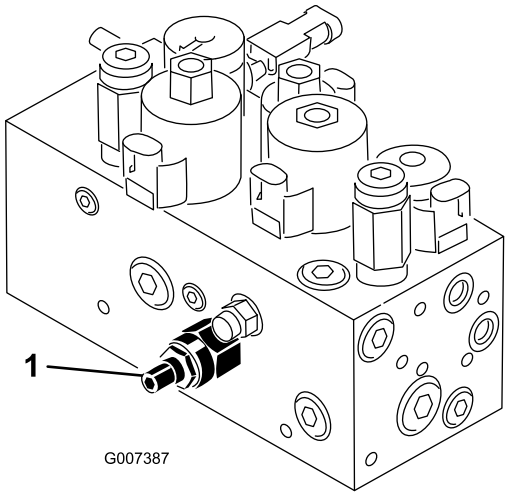

Figur 49
Klippeenhedsløftets/-sænkningens kredsløb er udstyret med en strømreguleringsventil (Figur 49). Denne ventil er fabriksindstillet, men det kan være nødvendigt at justere den for at kompensere for forskelle i hydraulikolietemperaturerne, græsklipningshastigheder, tilbehør mv. Hvis det er nødvendigt at foretage justering, gøres det som følger:
1. Hæv sædet, og find strømreguleringsventilen til den midterste trækramme (Figur 49), som er placeret på siden af hydraulikmanifolden.